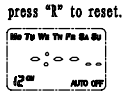

Figure 11
6.2.3.4 Continue to press "MD", the screen will display 2ON, 2OFF … 16ON, 16OFF on the left, set switch time and date model of other groups by referring to the above steps. For redundant time period, please press "R" to remove the time of other groups, so that the liquid-crystal display will show " ", see Figure 11, and then, press "R" to reset.